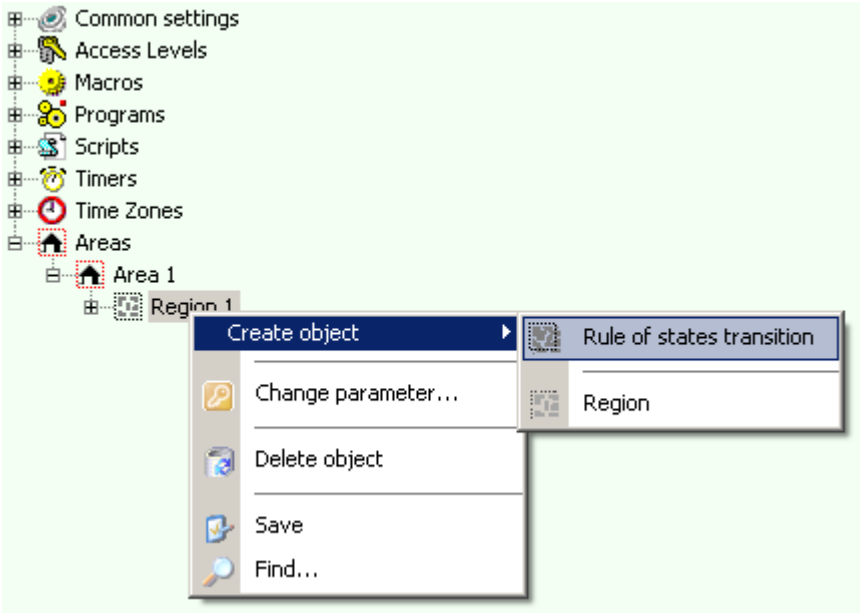

Figure 8.26-5 Context menu of the "Region" object
1.1. Select "Create object" => "Rule of states transition" in the context menu of the "Region" object (Figure 8.26-5).